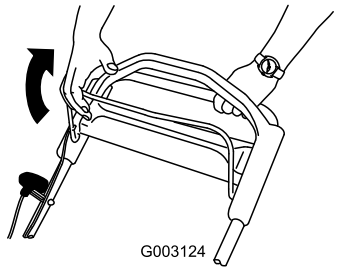

Figure 16
2. Serrez la barre de commande de la lame contre le guidon (Figure 16).